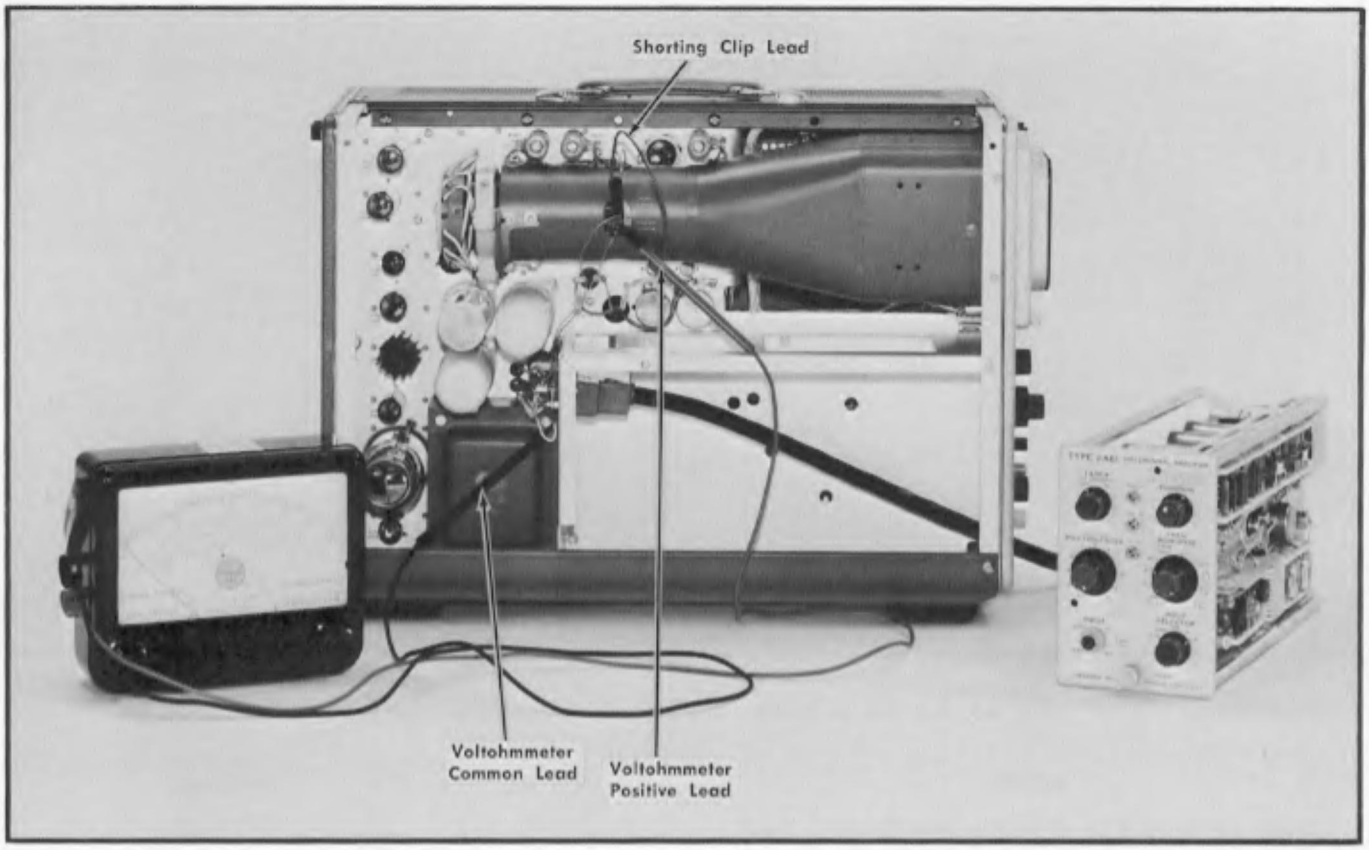

Fig. 6-4. Test equipment setup for step 1.
a. Test equipment setup is shown in Fig. 6-4.